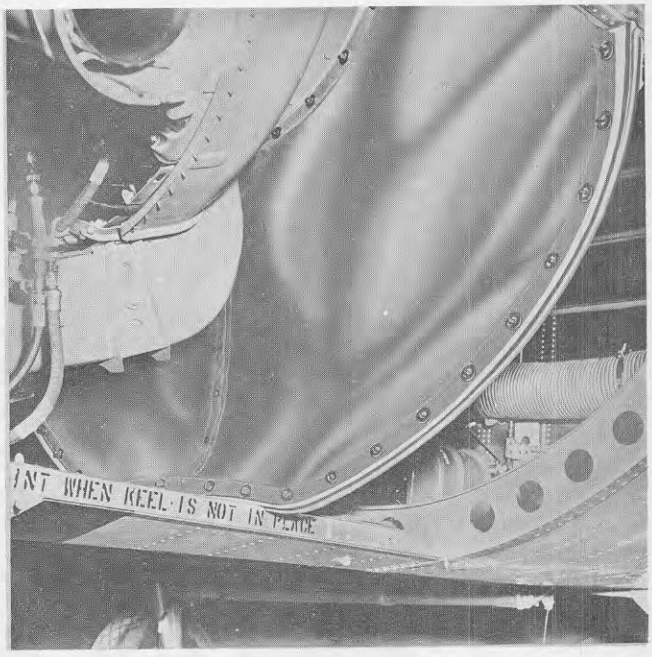

Figure 5-3. Engine Fire Curtain
f. Remove the engine fire curtain (figure 5-3).
5-7A. ENGINE CURTAIN. (See figure 5-3.) To aid in engine cooling by preventing expelled hot